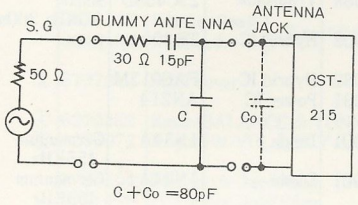

Fig. 12
(1) When the radio is turned on (with no signal), check the supply voltage, voltage should be kept in 13.2 V.
(2) Turn the volume control knob to maximum.
(3) Connect the output terminal of signal generator (modulated by 400 Hz or 1,000 Hz 30 %) to such the dummy antenna as shown in Fig. 12.